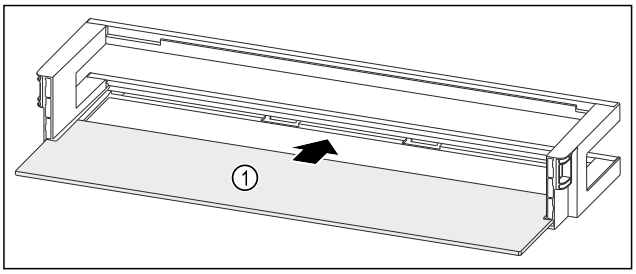

Fig. 212 Raft montat pe ușă cu raft
▶ Împingeți în interior raftul *Fig. 212 (1)* în degajările laterale.